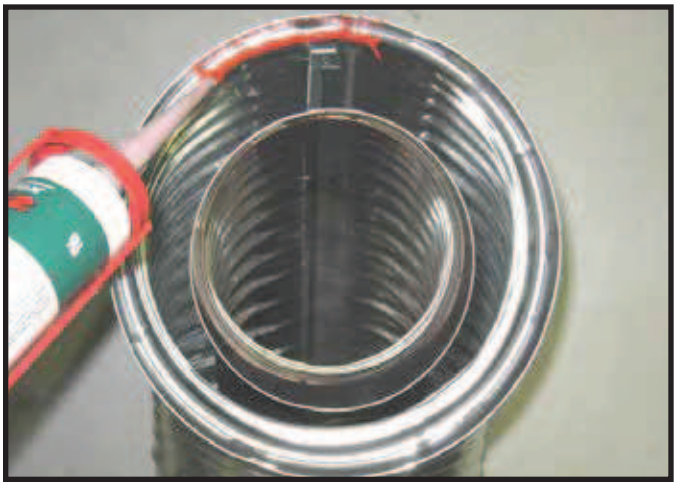

Fig. 10.1 Høy-temperaturs silkon tetningsmasse
- Påfør en dråpe silikon på innsiden av den ytre rørkoblingen før kobling av delene. Se Fig. 10.1.